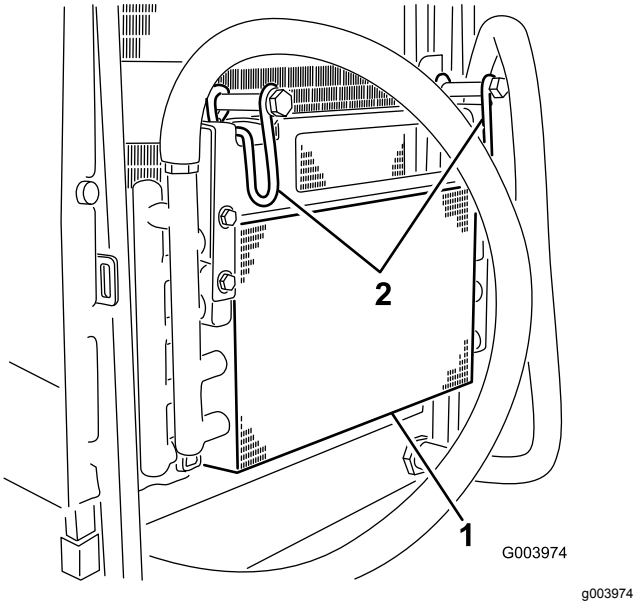

Figur 60
5. Sving låsene innover for å frigjøre oljekjøleren (Figur 60).